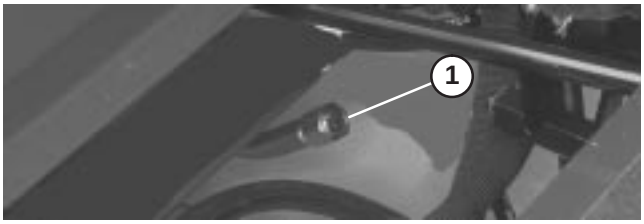

Figure 17
3. Screw dipstick filler cap finger–tight onto filler neck (Fig. 17). It is not necessary to tighten cap with a wrench.